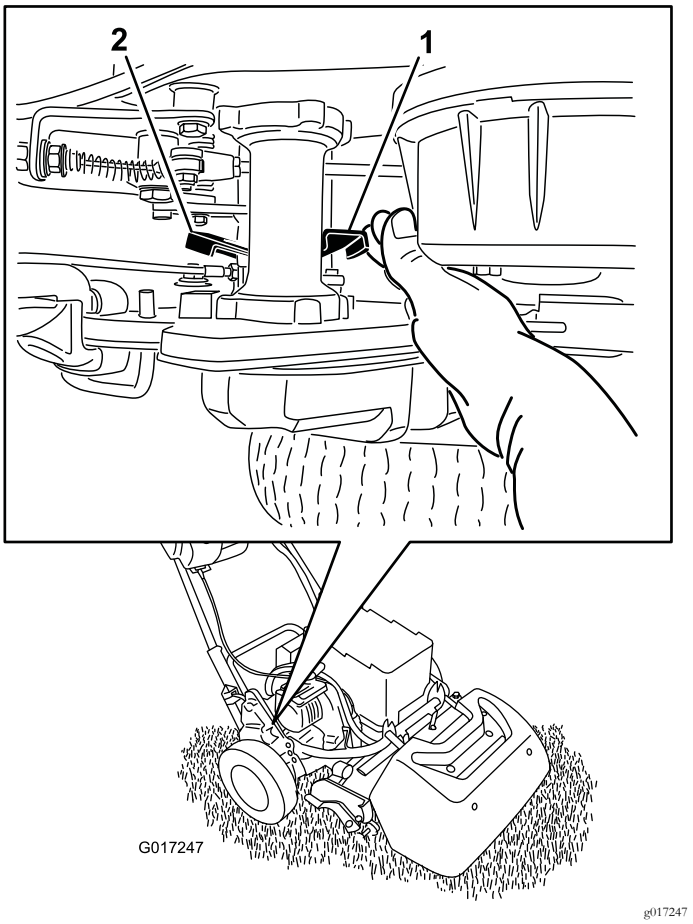

Rysunek 38
1. W prawym tylnym rogu urządzenia zlokalizuj dźwignię załączania/odłączania jazdy obok cylindra obudowy napędu (Rysunek 38).